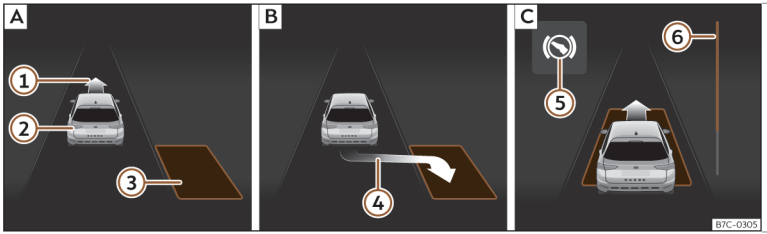
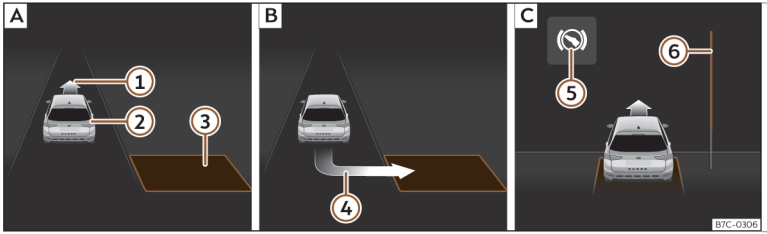

Fig. 173 En la pantalla del cuadro de instrumentos: aparcar en línea. A Buscar un hueco de aparcamiento. B Posición para aparcar. C Maniobrar.
Fig. 174 En la pantalla del cuadro de instrumentos: aparcar en batería. A Buscar un hueco de aparcamiento. B Posición para aparcar. C Maniobrar.
• Mire en la visualización de la pantalla del cuadro de instrumentos si se ha detectado el hueco como “apropiado” y si ha alcanzado la posición correcta para aparcar››› **fig. 173** B o››› **fig. 174** B. El hueco habrá sido considerado “apropiado” si en la pantalla del cuadro de instrumentos aparece la indicación de aparcar ④.
- Retroceda hasta que suene la señal continua del ParkPilot; **O BIEN:** retroceda hasta que en la pantalla del cuadro de instrumentos aparezca la indicación de dar marcha adelante››› **fig. 173** C o››› **fig. 174** C; **O BIEN:** retroceda hasta que en la pantalla del cuadro de instrumentos aparezca el mensaje **Park Assist finalizado**. La barra de progreso ⑥ indica la distancia que hay que recorrer››› **pág. 279** .
- Dé marcha adelante hasta que suene la señal continua del ParkPilot; **O BIEN:** dé marcha adelante hasta que en la pantalla del cuadro de instrumentos aparezca la indicación de dar marcha atrás. El sistema de aparcamiento asistido dirige el vehículo marcha adelante y marcha atrás hasta centrarlo en el hueco››› **fig. 173** C o››› **fig. 174** C.
La barra de progreso ››› **fig. 173** ⑥ y››› **fig. 174** ⑥ muestra simbólicamente en la pantalla del cuadro de instrumentos la distancia relativa que aún queda por recorrer. Cuanto mayor es la distancia, más llena está la barra de progreso. Al circular marcha adelante, el contenido de la barra de progreso disminuye hacia arriba, y al circular marcha atrás, disminuye hacia abajo.